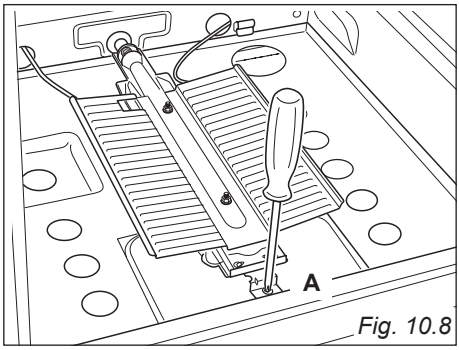

Fig. 10.8
- Unscrew and remove the burner securing screw "**A**" (fig. 10.8).
- Withdraw the burner as shown in figure 10.8 and rest it inside the oven. Take care not to damage the safety valve probe and the electric ignition electrode.